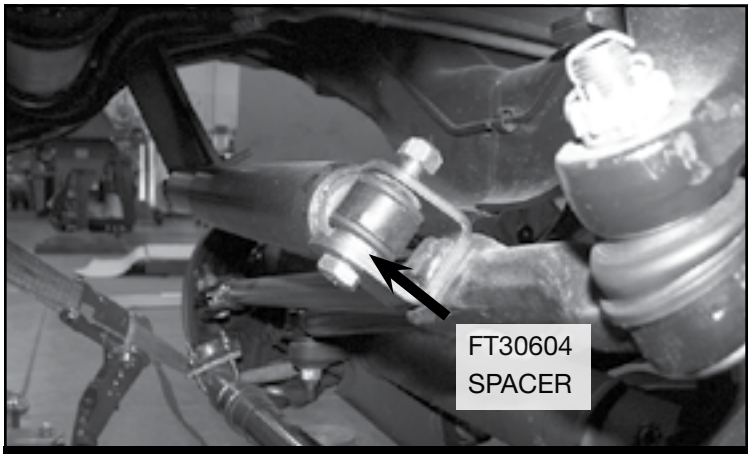

*FIGURE 29 - STEP 30*
30. Install FT30686 (Stabilizer Clevis) on the factory steering stabilizer using the supplied M12 hardware. **NOTE: Install FT30604 (spacer) like shown in the figure below.** Install the stabilizer using the supplied 1/2" washer and nut to the drag link. Using the factory hardware install the tapered end into the new Fabtech bracket. Torque to 127 ft-lbs. **SEE FIGURE 29**